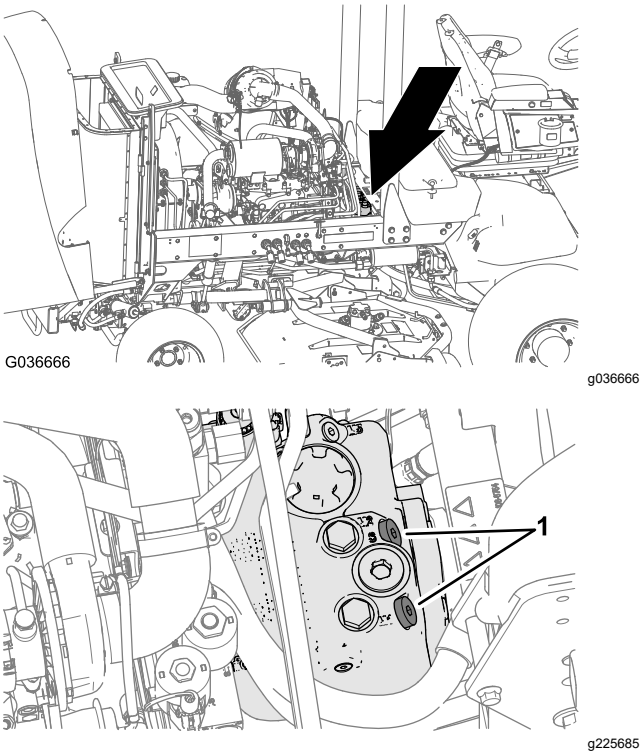

**Figuur 74**
1. Open de motorkap en zoek de ontlastkleppen (Figuur 74) bovenaan de pomp, achter de accu en het opslagcompartiment.